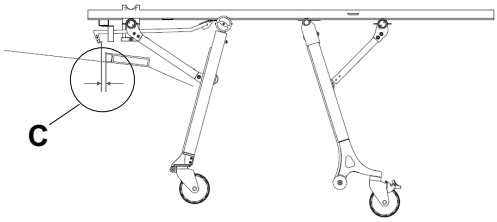

Figure 15 – Safety hook and catch plate clearance
- Horizontal clearance (C) between the safety hook and catch plate is sufficient for unloading (Figure 15)